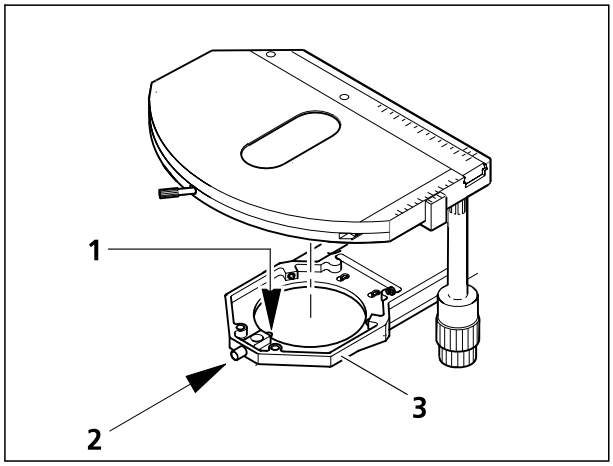

Bild 3-12 Drehbaren Kreuztisch wechseln
- Schraubkappe (Bild 3-12/**2**) des Federhauses mit ca. 3 Umdrehungen lösen.
- Tisch nach vorn gegen Federstift (Bild 3-12/**1**) drücken, hinten aus dem Tischträger (Bild 3-12/**3**) herausheben und nach oben abnehmen.
- Schraubkappe (Bild 3-12/**2**) festschrauben.
- Tisch mit Kerbe der Ringschwalbe an den Federstift (Bild 3-12/**1**) ansetzen.
- Tisch nach vorn gegen Federstift drücken und hinten in den Tischträger (Bild 3-12/**3**) absenken, dann loslassen.
- Schraubkappe (Bild 3-12/**2**) wieder festschrauben.